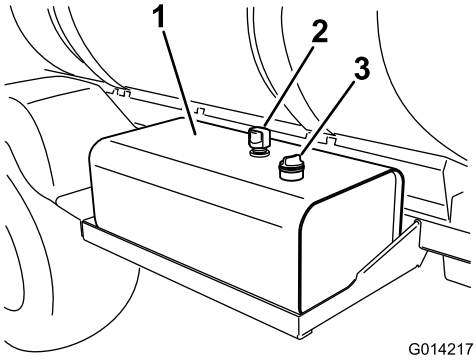

Figur 89
2. Rengør området omkring hydraulikolietankens målepindsdæksel, og afmonter det (Figur 89).